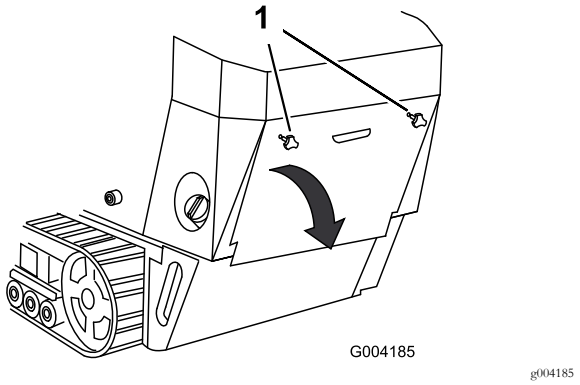

Figuur 32
1. Schroef de 2 handknoppen los waarmee het inspectieluik aan de machine is bevestigd (Figuur 32).
2. Kantel het inspectieluik omlaag en verwijder het om toegang te krijgen tot de interne onderdelen (Figuur 32).